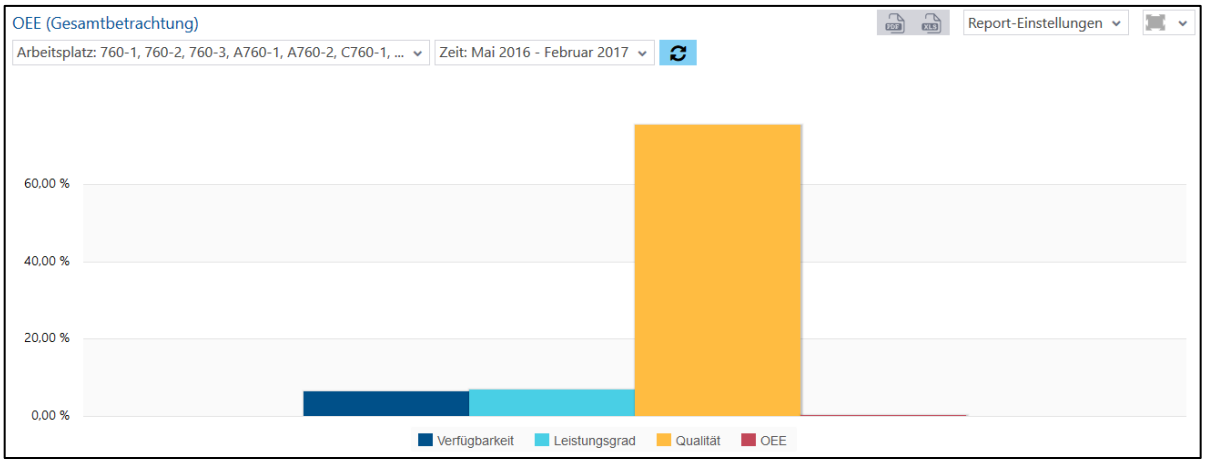

**Bild 43: OEE (Gesamtbetrachtung) als Säulendiagramm**
- OEE-(Gesamtbetrachtung) als Säulendiagramm (Bild 43):